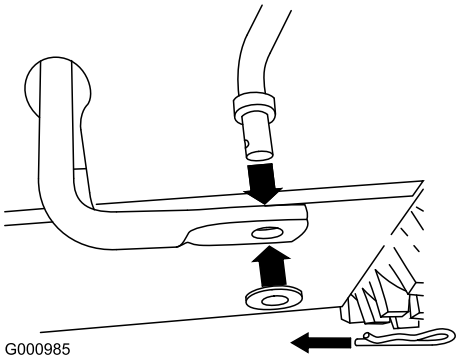

Rysunek 10
1. Wyjmij zawleczkę i podkładkę z dolnego końca drążka zmiany biegów i umieść go w ramieniu dolnego łącznika w taki sposób, aby wygięty koniec drążka zmiany biegów był skierowany do tyłu (Rysunek 10).